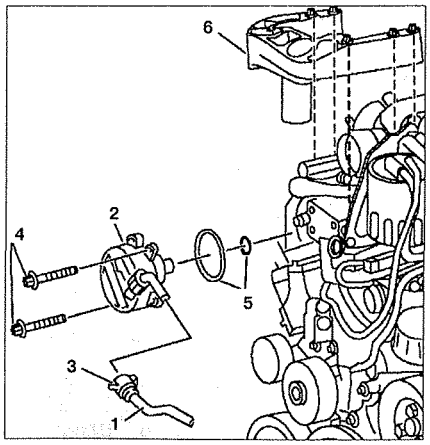

Рис. 5.60. Вакуумный насос:
1. Снимите верхний кронштейн двигателя **6** (см.рис.5.60).